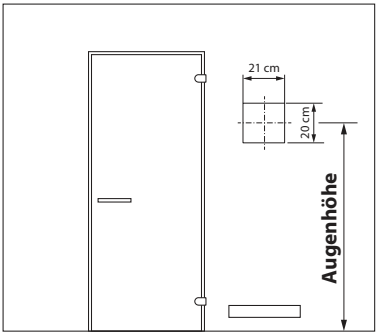

Abb.5
1. Erstellen Sie einen min. 3,5 cm tiefen Wandausschnitt gemäß den Abmessungen in Abb.5.